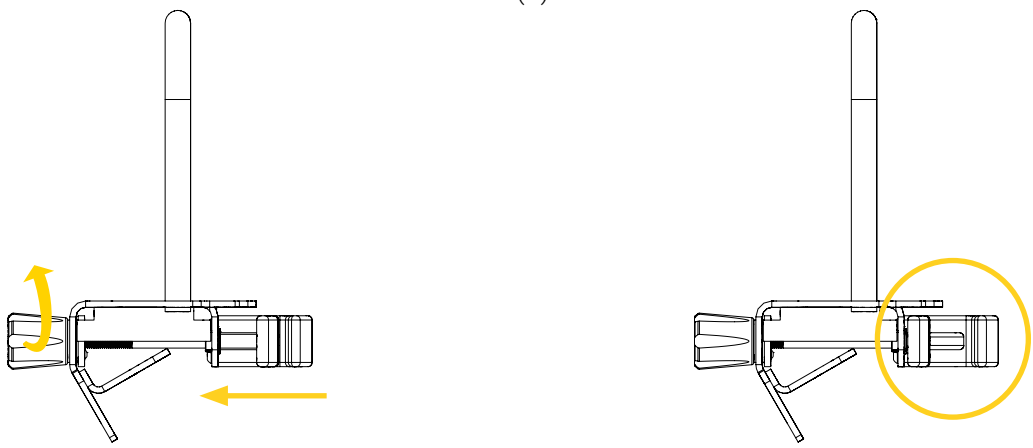

Figure 8: Opening the clamp jaw
2. Turn the c-clamp knob located at the front of the Pump Carrier – 254 counterclockwise until the clamp jaw is opened (Figure 8). The number of turns and width of the opening will depend on the diameter of your IV stand's pole.